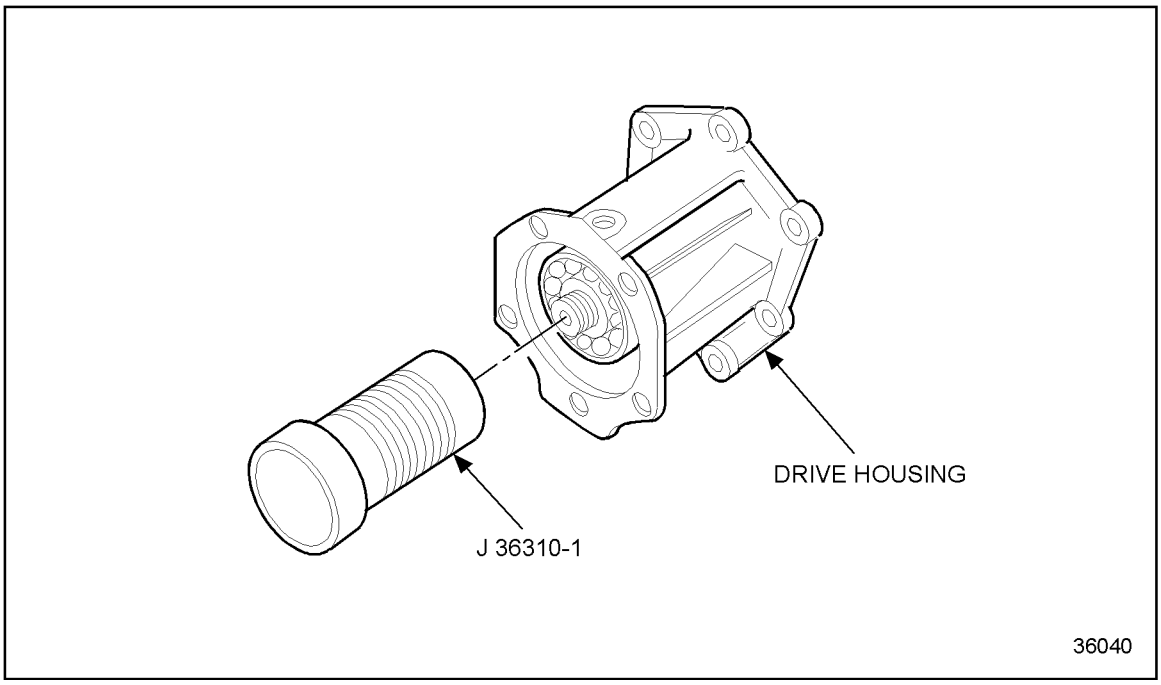

Figure 10-33 Air Compressor Drive Shaft Installation (Former Design)
12. Place the small end of the ball bearing installer, J 36310-1 part of J 36310–A, against the ball bearing inner race. Press the ball bearing and housing down onto the drive shaft until the ball bearing inner race is firmly seated against the shoulder of the drive shaft. See Figure 10-33.